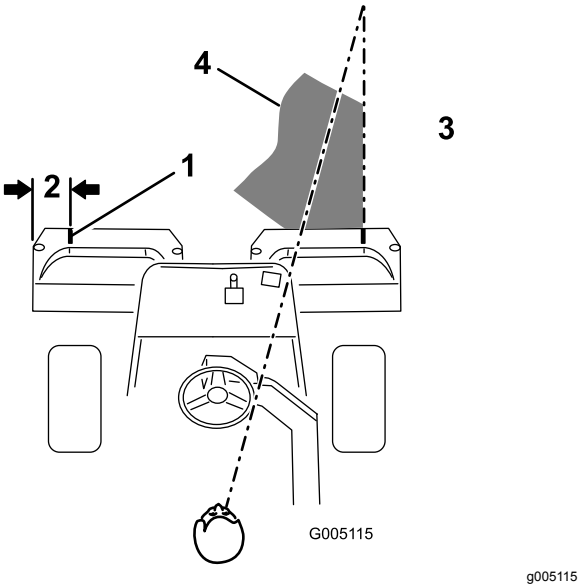

**Figur 11**
2. Placera en bit vit tejp eller måla en linje på varje korg parallellt med korgens ytterkant (Figur 11).